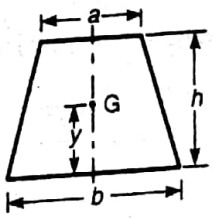

Fig. 1.42
73. The centre of gravity of a trapezium with parallel sides a and b lies at a distance of y from the base b, as shown in Fig. 1.42. The value of y is